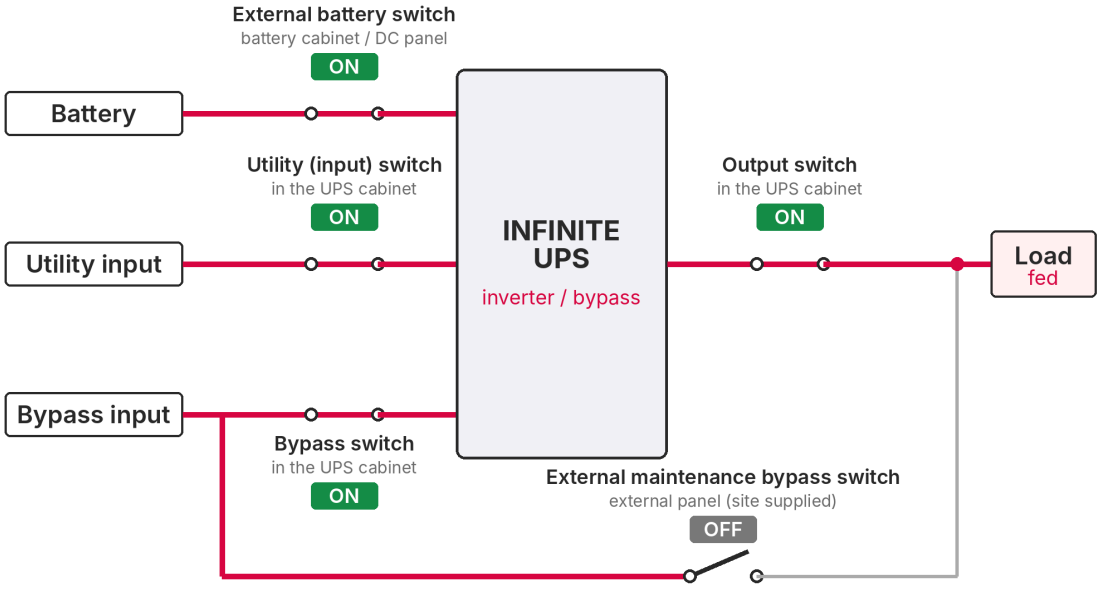

FIGURE 5-2 Start, step 6: output switch ON — normal operation
6. Close the **output switch** (Figure 5-2). At commissioning, check on **Output info** and with a meter that the output voltage between L1, L2 and L3 is within ±2 V and the frequency within ±0.1 Hz of the set values.